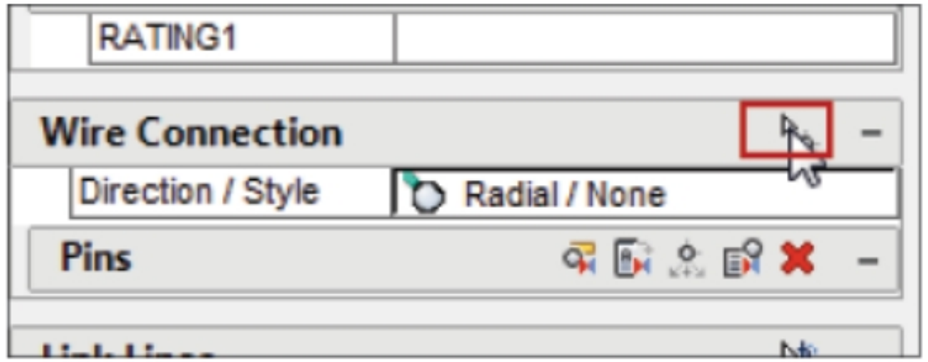

Figure-53. Insert Wire Connection button highlighted
- Click on the **Insert Wire Connection** button from the **Wire Connection** rollout; refer to Figure-53. You are asked to specify a point on the object for wire connection.